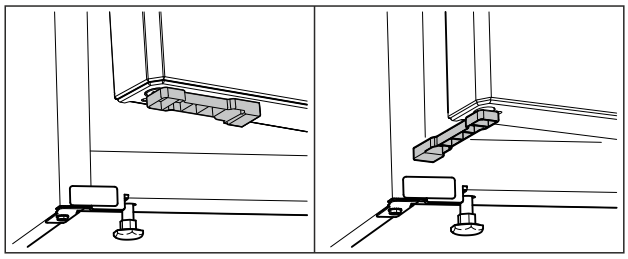

Fig. 61 *
▶ Käännä ovivälikettä 90°. (katso Fig. 61) *